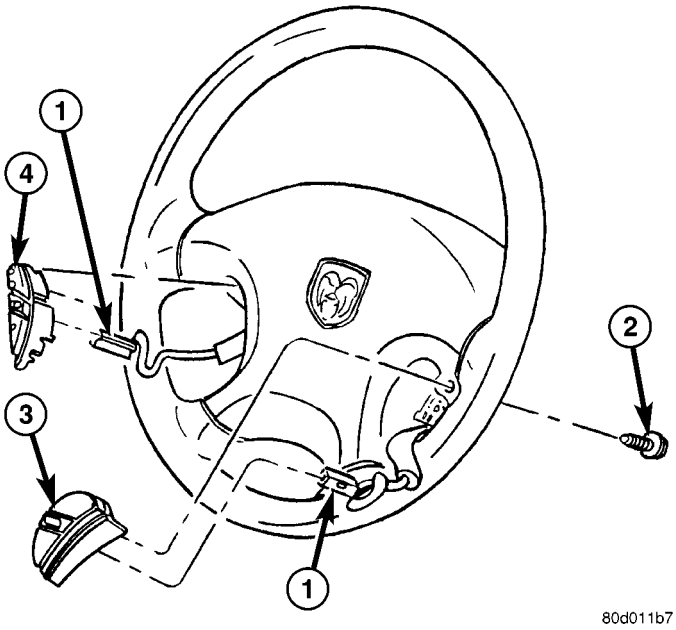
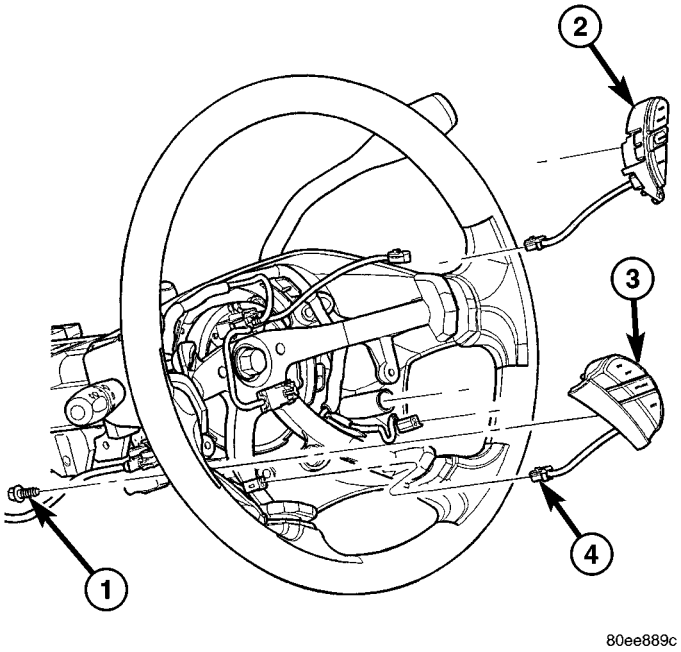

Fig. 10 SPEED CONTROL SWITCHES (EXCEPT 5.7L V-8 ENGINE)
Fig. 11 SPEED CONTROL SWITCHES (WITH 5.7L V-8 ENGINE)
Depending on engine control computer (JTEC having a 3–plug connector or 5.7L V-8 NGC having a 4–plug connector), 2 types of switches are used. Both types of switches are internally and externally different. The switches used with the NGC system have attached pigtail leads (Fig. 11). The switch used with the JTEC system does not have an attached pigtail lead.
(1) Remove switch mounting screw (Fig. 10). or (Fig. 11)
(2) Pull switch from steering wheel.
(3) Unplug electrical connector from switch (Fig. 10), or, switch pigtail wire harness from steering wheel wire harness (Fig. 11) and remove switch.
(1) Plug electrical connector into switch (Fig. 10), or connect pigtail wire harness to steering wheel wire harness (Fig. 11). Be sure wires are not pinched.
(2) Position switch to steering wheel.
(3) Install switch mounting screw and tighten. Refer to torque specifications.